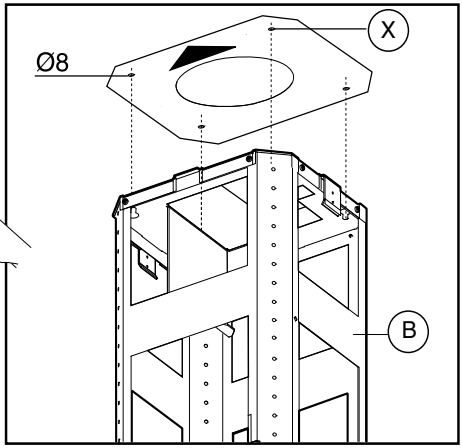

Fig.3
- Placèr loftsbeslaget i loftet og sørg for, at pilen vender mod samme side, som apparates kontrolpanel (Fig.3).